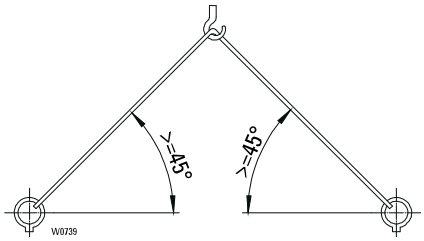

Рис. 1.
- Эти точки строповки рассчитаны только на наклонную тягу под углом ≥ 45°, см. Рис. 1..